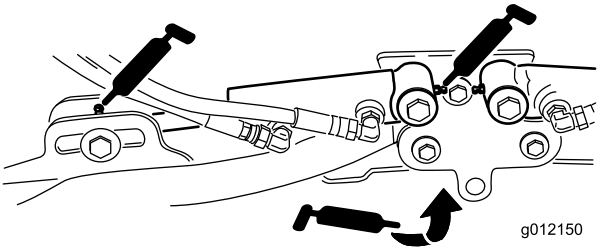

Figur 48
- Klippeenhedens løftearmscylindere (2 hver) (Figur 48)
- Løftearmenes drejetapper (1 hver) (Figur 48)